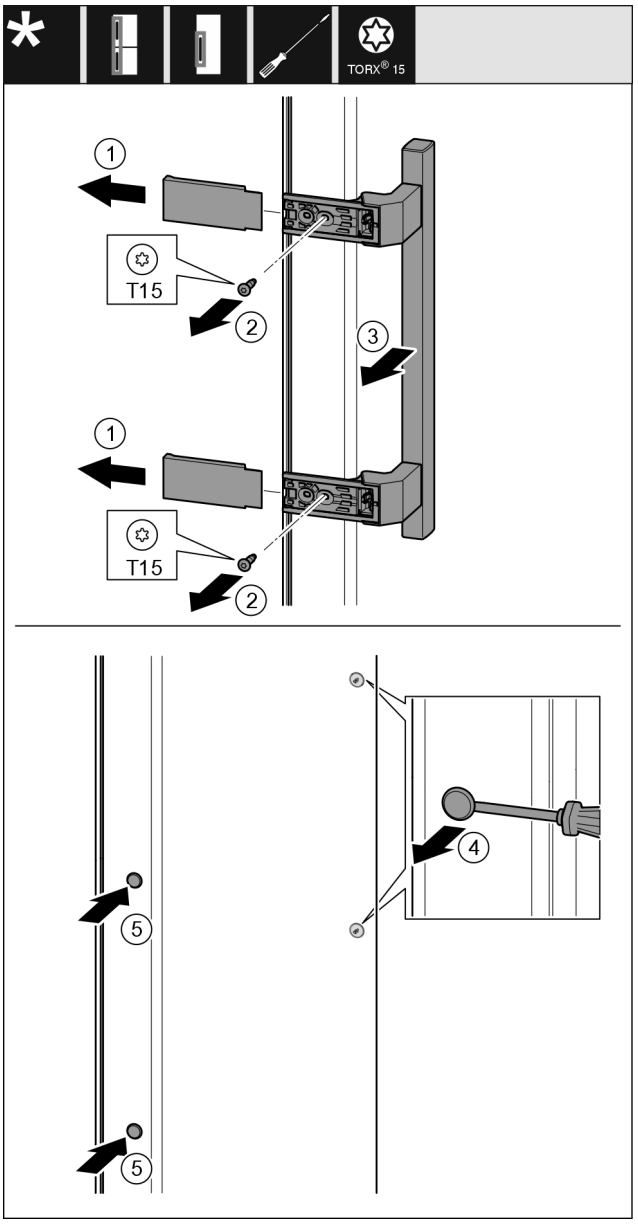

Fig. 8
- ▶ Dra bort skydd. *Fig. 8 (1)*
- ▶ Skruva ur skruvar med skruvmejsel Torx 15. *Fig. 8 (2)*
- ▶ Ta av handtag. *Fig. 8 (3)*
- ▶ Använd den spårskruvmejsel och lyft försiktigt pluggen på sidan och dra ut den. *Fig. 8 (4)*
- ▶ Sätt in pluggen på andra sidan igen. *Fig. 8 (5)*